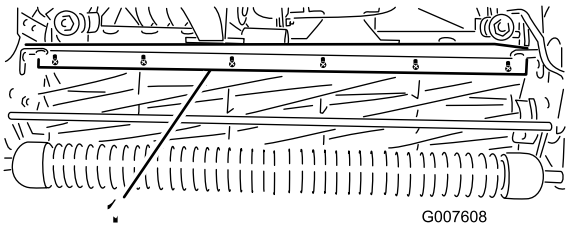

Figuur 53
1. Draai de schroeven los waarmee de bovenbalk (Figuur 53) is gemonteerd aan het maaidek.